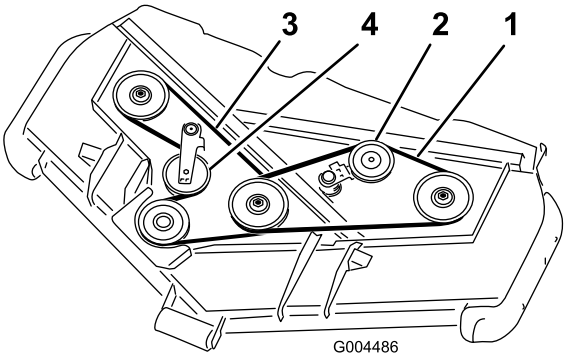

Figura 58
3. Usando una llave de carraca u otra herramienta similar, aleje la polea tensora de la correa superior (Figura 58) de la correa de transmisión superior para aliviar la tensión de la correa y permitir retirar la correa de las poleas.
4. Pase una correa nueva alrededor de la polea de la caja de engranajes, las poleas de eje inferiores y el conjunto de la polea tensora, según se muestra en Figura 58.
5. Pase una correa nueva alrededor de las poleas de eje superiores y el conjunto de la polea tensora, según se muestra en Figura 58.